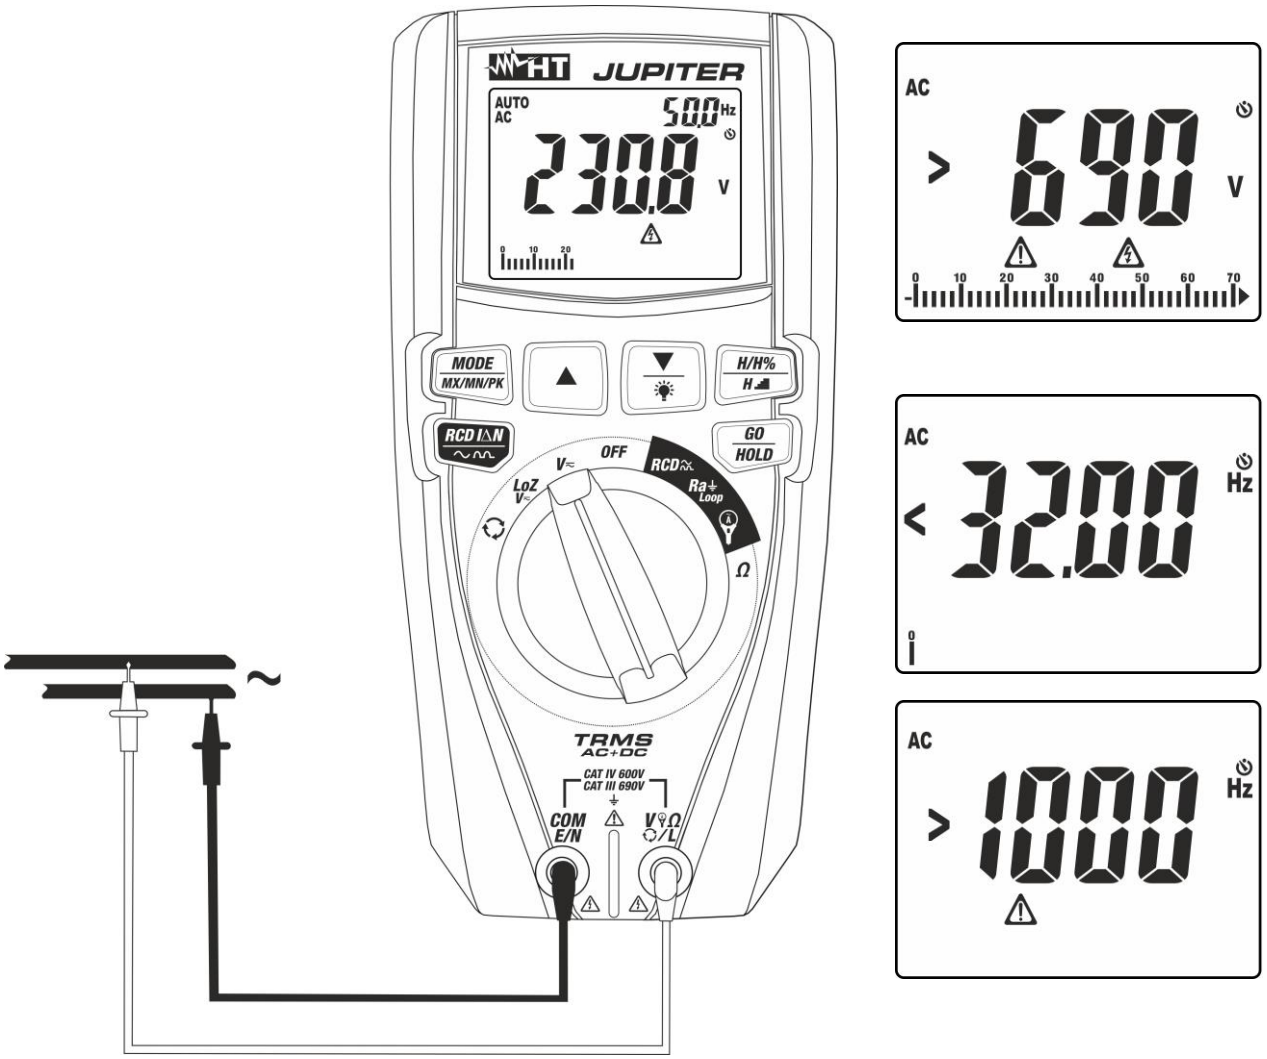

Fig. 9: Utilisation de l'instrument pour la mesure de la Tension AC
4. Positionner l'embout rouge et l'embout noir dans les points du circuit sous test (voir la Fig. 9). La valeur de la tension apparaît à l'écran. La valeur de la fréquence de la tension est affichée en haut à droite de l'écran. Cliquer sur la touche **MODE/MXMNPK** pour afficher la valeur de la fréquence avec une plus grande résolution.
5. Si le message **«>690V»** est affiché à l'écran (voir Fig. 9), cela indique que le fond d'échelle de l'instrument a été atteint.
6. Si les messages **«<32Hz»** ou **«>1000Hz»** sont affichés (voir Fig. 9), la valeur de la fréquence se trouve en dehors de l'intervalle de mesure **32Hz - 1000Hz.**